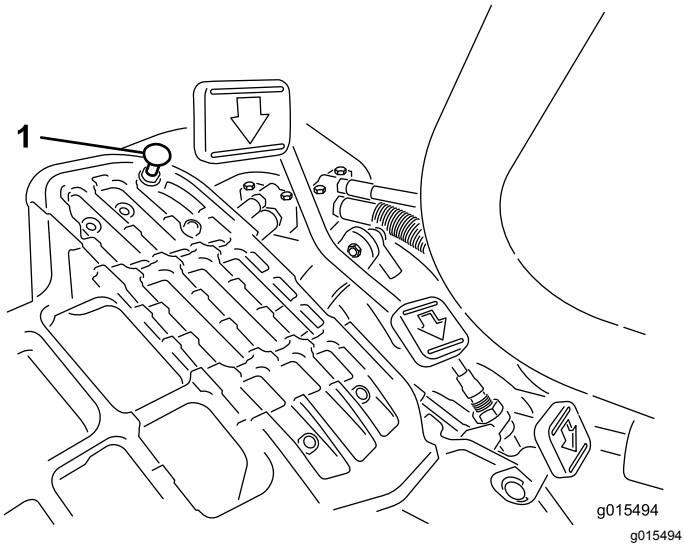

Figur 33
Du kommer upp i maximal transporthastighet genom att flytta funktionsreglaget till TRANSPORTLÄGET och trycka ned gaspedalen. Om pedalen får kontakt med stoppet (Figur 33) innan du känner någon spänning i kabeln genomför du följande justeringsprocedur:
1. Flytta funktionsreglaget till TRANSPORTLÄGET och lossa på låsmuttern som fäster pedalstoppet vid golvplattan (Figur 33).